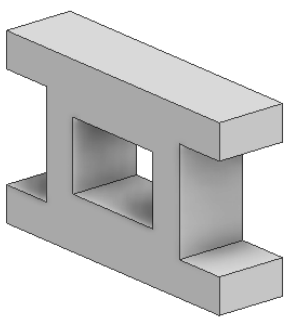

Figure 2-101 *The model created on extruding the sketch*
5. Choose **OK** from the dialog box to create the model and exit the **Properties-Extrusion** tool. The extruded model is shown in Figure 2-101.